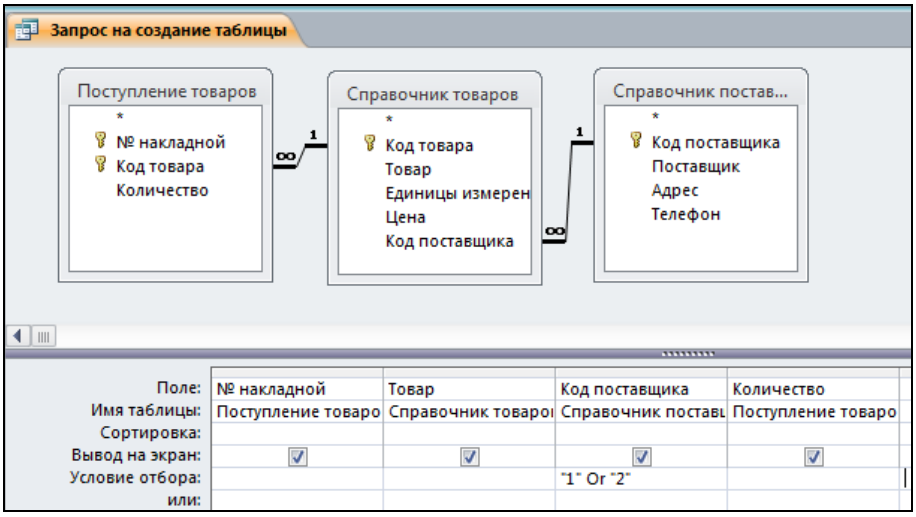

Рис. 4.27. Запрос на создание таблицы в режиме *Конструктора*
5. В режиме *Конструктора* добавляются таблицы, содержащие соответствующие поля. В строке *Условие отбора* необходимо записать ограничения на данные поля *Код поставщика* (рис. 4.27).